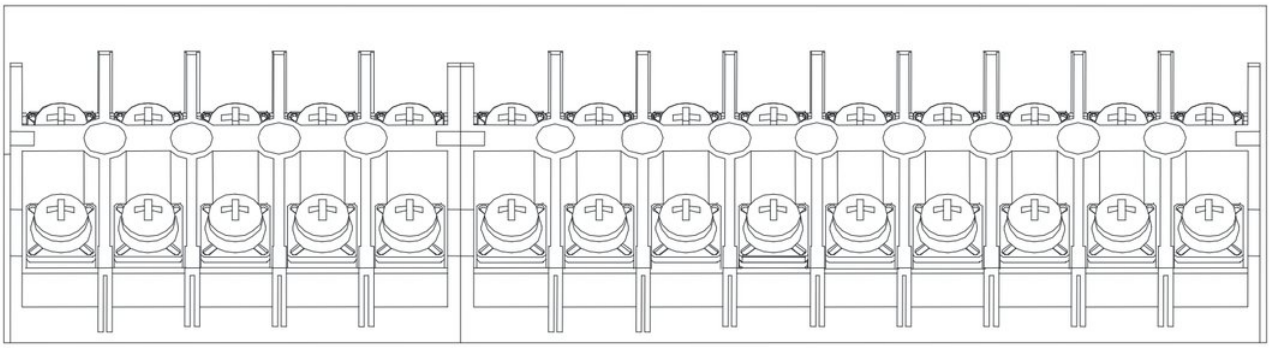
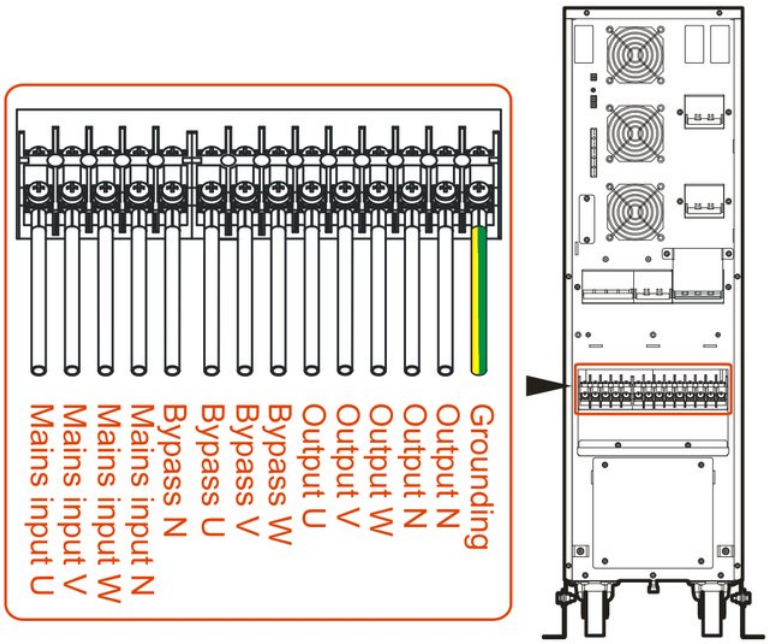
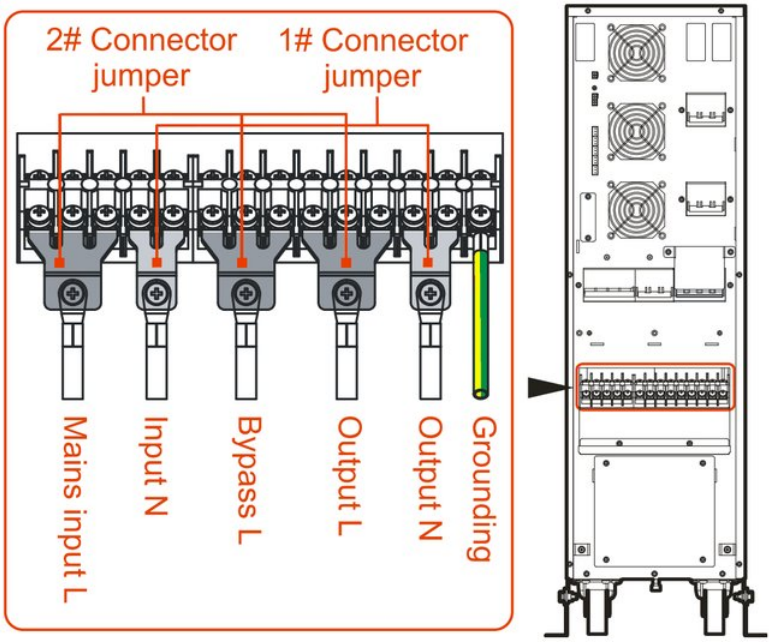

**FIGURE 3-9** Wiring terminal marking
**FIGURE 3-10** Wiring diagram 1 of 33 mode
**FIGURE 3-13** Connector jumper and wiring diagram of 11 mode
2. The 10K/15K/20K UPS has three modes, 33, 31 and 11; the terminal markings are shown in Figure 3-9. The wiring terminals differ slightly between 33, 31 and 11 mode, as shown in Figure 3-10 to Figure 3-13.
When the mains input and bypass input come from different sources, they are connected separately, as shown in Figure 3-10.
Take a pair of 1# connector jumpers and three 2# connector jumpers (optional accessories) and fit them to the UPS wiring terminals (as shown in Figure 3-13). Then connect the cables to the corresponding terminals according to the wiring diagram.